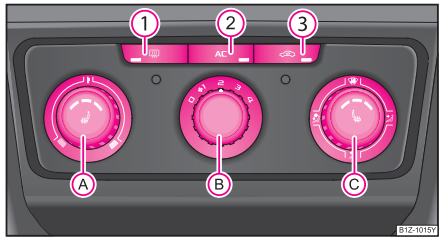

图 81 手动空调面板
— 按压按钮 (1) ，可以接通后窗玻璃加热功能 ⇒ 图 81。为了防止车窗玻璃蒙上水雾，鼓风机必须始终接通。
– 按压按钮 ③ ，按钮中的指示灯亮起 ⇒ 第 61 页，图 81。